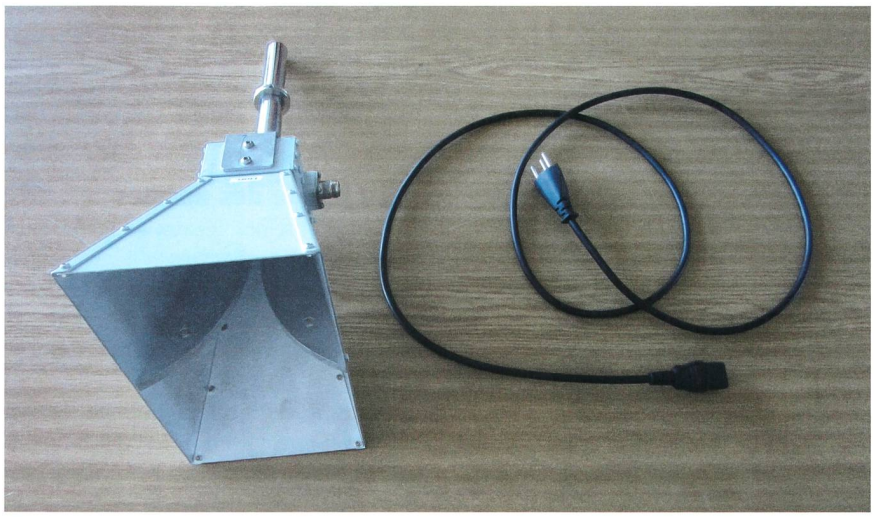

Figure 2 Voici deux antennes…
- par rayonnement : tension ou courant induit(e) par une onde électromagnétique. Toute boucle ou longueur de câble non blindée peut être concernée. En effet, un câble se comporte comme une antenne d'émission et de réception électromagnétique à partir d'une longueur égale au dixième de la longueur d'onde **(figure 2)**. Un câble de 30 cm peut par exemple capter et émettre des ondes jusqu'à 100 MHz environ.